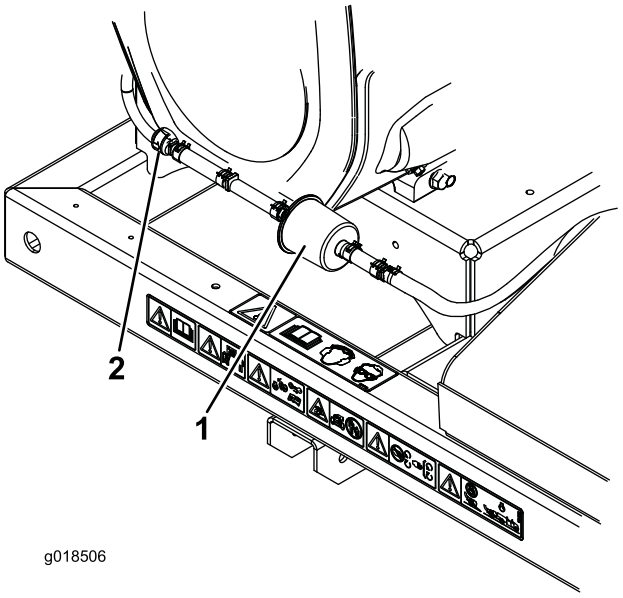

Figur 18
2. Flyt slangeklemmerne af fjedertypen på begge sider af udluftningsrørets filter til kulfiberbeholderen væk fra filteret (Figur 18).
3. Fjern og kassér kulfilteret (Figur 18).
4. Indsæt et nyt filter i slangen med pilen på filteret pegende hen imod kontraventilen og sæt det fast med slangeklemmer (Figur 18).